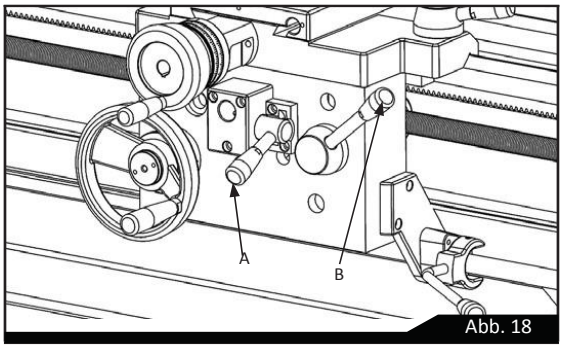

Abb. 18
Der Reitstock kann zum Drehen von Flachkegeln oder zum Neuausrichten verstellt werden. Den Klemmhebel (A) und die Einstellschrauben (S) zu beiden Seiten des Unterteils lösen, um den Reitstock auf dem Bett längs zu bewegen. Anhand der Bezugsmarke (C) an der Reitstockstirnfläche kann die Verstellung kontrolliert werden (siehe Abb. 18). Nach dem Einstellen der Schrägstellung den Klemmhebel betätigen.